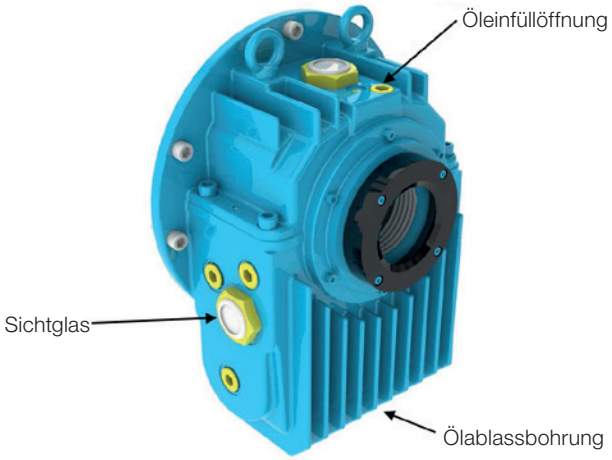

Bild 8.3 *- Gleitlager*
- Das Öl über die Ölablassbohrung am unteren Teil des Lagergehäuses komplett ablassen (siehe Bild 8.3);